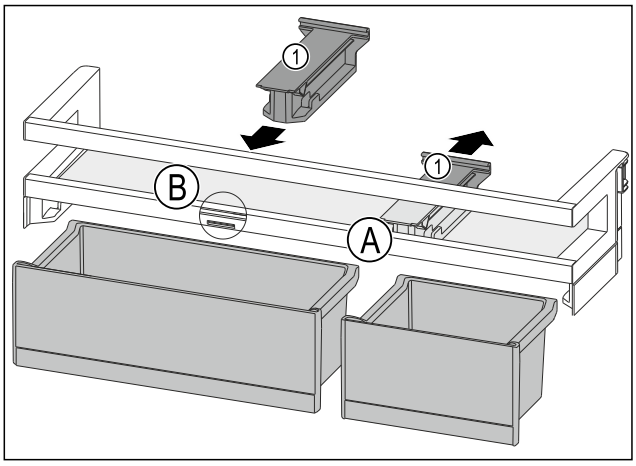

Fig. 191
- ▶ Bevestigingsdeel *Fig. 191 (1)* in positie *Fig. 191 (A)* naar achteren wegtrekken.
- ▶ Bevestigingsdeel *Fig. 191 (1)* in positie *Fig. 191 (B)* plaatsen.